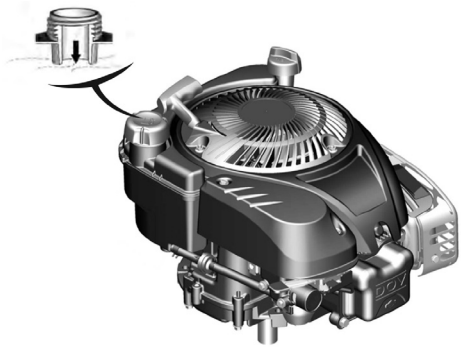

Рис. 6 Максимальный уровень топлива в топливном баке
Максимальный уровень топлива показан на Рис. 6.
3. Залейте бензин в топливный бак при помощи специальной емкости или воронки до уровня, показанного на Рис. 6.